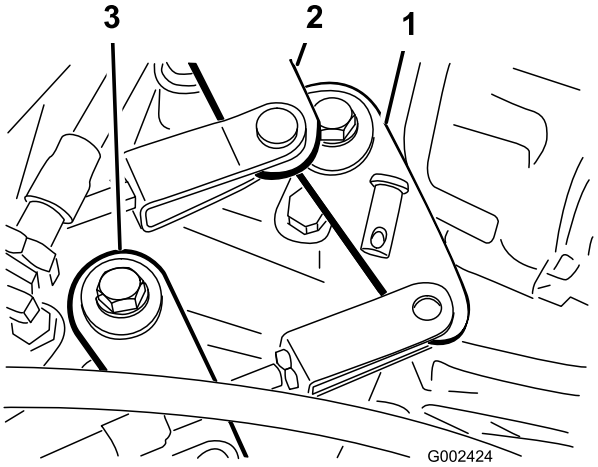

Figur 51
2. Fjern gaffelboltene, der fastgør gearkablerne til gearkassens geararme (Figur 51).
1. Fjern gaffelboltene, der fastgør kablet til højt/lavt hastighedsområde til gearkassen (Figur 51).